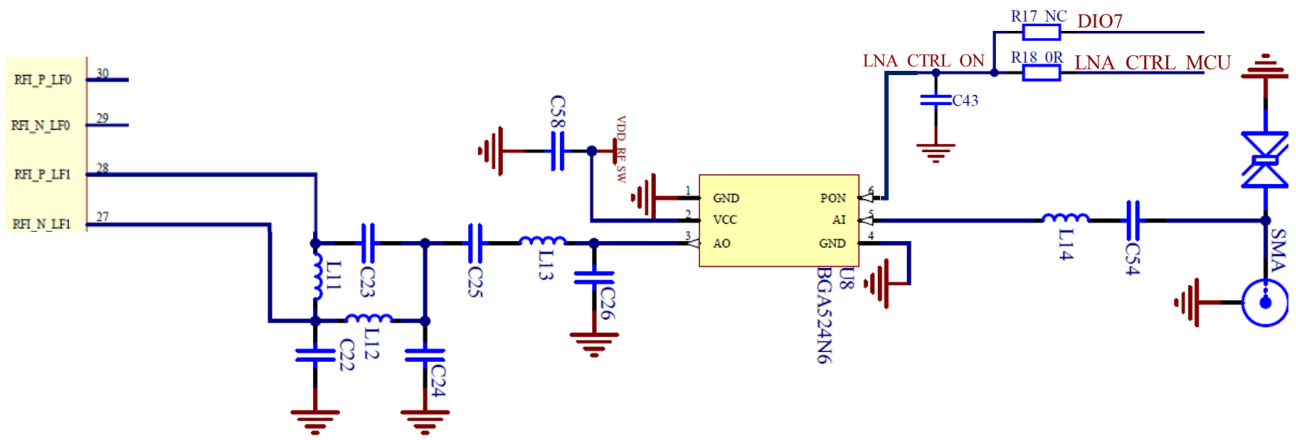

**Figure 7: GNSS Path with LNA for Passive Antenna**
- **Passive antenna**: The RF path of the PCBs E655V01A PCB has an external LNA (Infineon BGA52N6), shown in Figure 7, to provide optimum sensitivity in passive antenna implementations. This LNA is supplied on VDD_RF_SW. The LNA supply must have a decoupling capacitor C58 close to the VCC pin. The LNA is controlled by the LNA_CTRL_ON, connected to either the STM32L476 Nucleo pins (LNA_CTRL_MCU), or by the LR1120 itself (DIO7) using 0 Ohm assembly options. However, Semtech recommend driving the LNA through a MOS between VBAT and LNA VCC to guarantee a clean and stable supply.